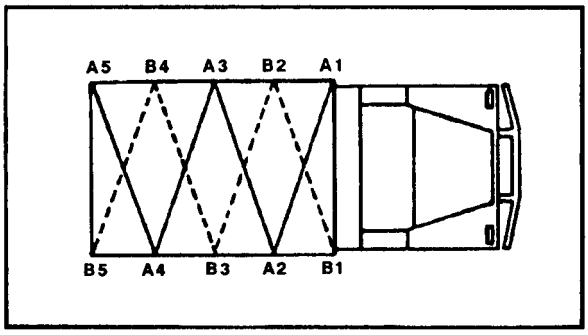

FIGURE 18-10. How to Lash a Load.
*LoadLashing.* Two 60-to 70-foot lengths of 3/8-inch rope will usually be enough to secure the tarpaulin. Use the following procedure (Figure 18-10):